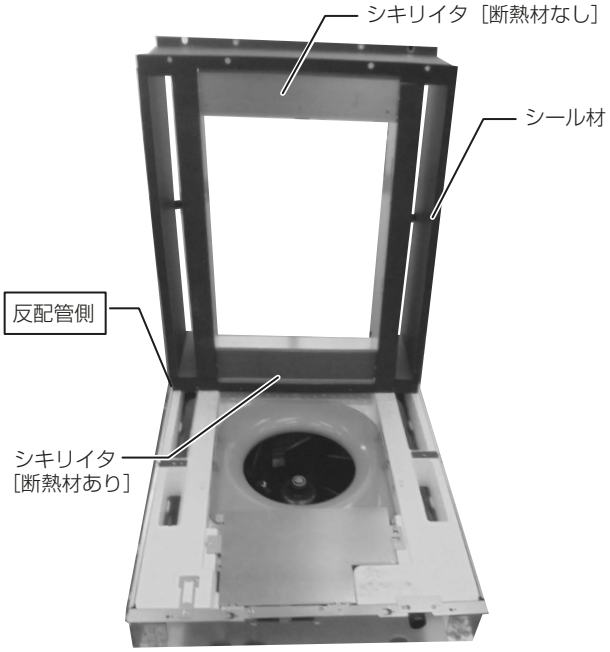

図3
1. シール材が本体側、シキリイタに断熱材が貼付けてある側を本体反配管側（図 3）になるようスペーサーを付属の P トラスネジ 5 × 10 で本体にしっかりと取付ける。